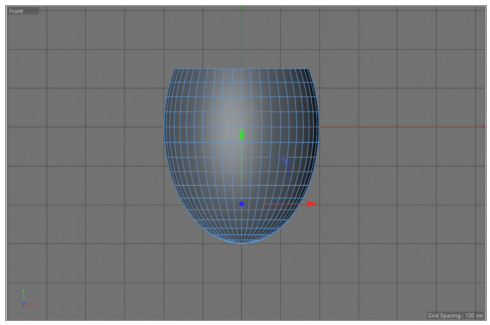

Figure 3-139 *Selected Polygons Extruded*
9. Right-click in the Front viewport; a shortcut menu is displayed. Choose **Extrude** from the shortcut menu; the **Extrude** tool settings are displayed in the Attribute Manager. In the **Extrude** tool settings area, make sure the **Options** button is chosen. In the **Options** area, set **-230** as the value in the **Offset** spinner and then press the ENTER key; the selected polygons are extruded in the Perspective viewport, as shown in Figure 3-139.